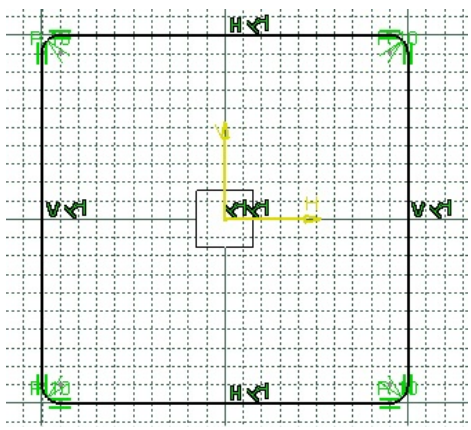

Figure 3-55 *The final outer loop of the sketch*
8. Similarly, fillet the other corners of the rectangle by following the procedure mentioned in the previous steps. The final outer loop of the sketch, after filleting all vertices, is shown in Figure 3-55.